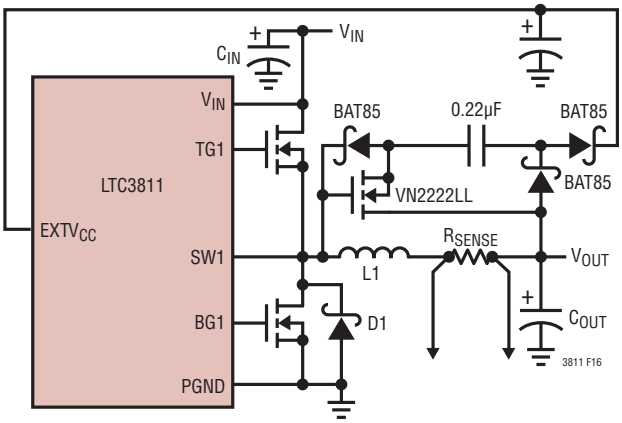

Figure 16. Capacitive Charge Pump for $EXTV_{CC}$
3. $EXTV_{CC}$ connected to an output-derived boost network. For 3.3V and other low voltage regulators, efficiency gains can still be realized by connecting $EXTV_{CC}$ to an output-derived voltage which has been boosted to greater than 4.5V but less than 7V. This can be done with a capacitive charge pump shown in Figure 16.
The optional Schottky diode, D1, shown in Figure 16 conducts during the dead-time between the conduction of the two power MOSFETs. This prevents the body diode of the bottom MOSFET from turning on, storing charge during the dead-time and requiring a reverse recovery period that could cost as much as 1% in efficiency at high V_{IN}. A 1A to 3A Schottky is generally a good compromise for both regions of operation due to the relatively small average current. Larger diodes result in additional transition losses due to their larger junction capacitance.